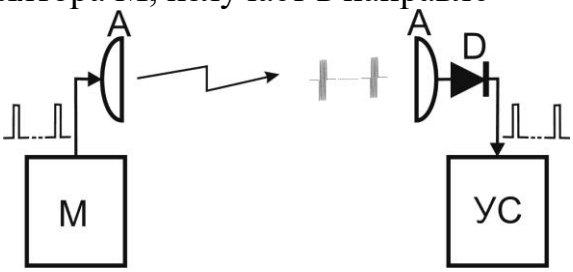
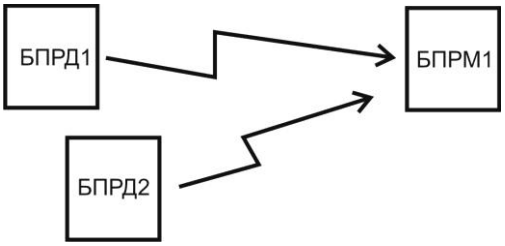

Рис. 6.9
Рис. 6.10
6.3.4.2 Антенна А БПРД, под управлением модулятора М, излучает в направлении антенны А БПРМ радиоимпульсы (см. рис. 6.9). Радиоимпульсы с выхода антенны А (БПРМ) поступают на детектор D, с выхода которого – на узел синхронизации УС. УС определяет их положение во времени и пропускает в узкие «временные ворота» для обработки и принятия решений. Идентификация «собственного» БПРД1(рис.6.10) при «засветке чужим», рядом установленным, БПРД2 достигается выбором разных частотных литер БПРД1 и БПРД2, см п. 6.3.2.2.